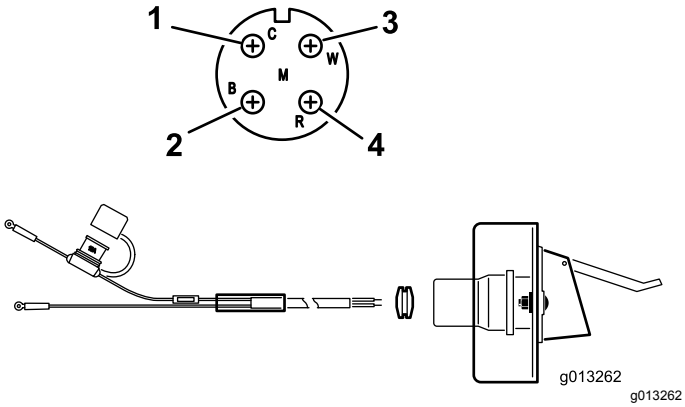

Figur 9
2. Før og fest de elektriske ledningene fra batteriet til den elektriske pluggbraketten (Figur 9).
3. Mat ledningen gjennom sokkelbraketten ot monter den svarte gummipakningen over ledningen (Figur 9).